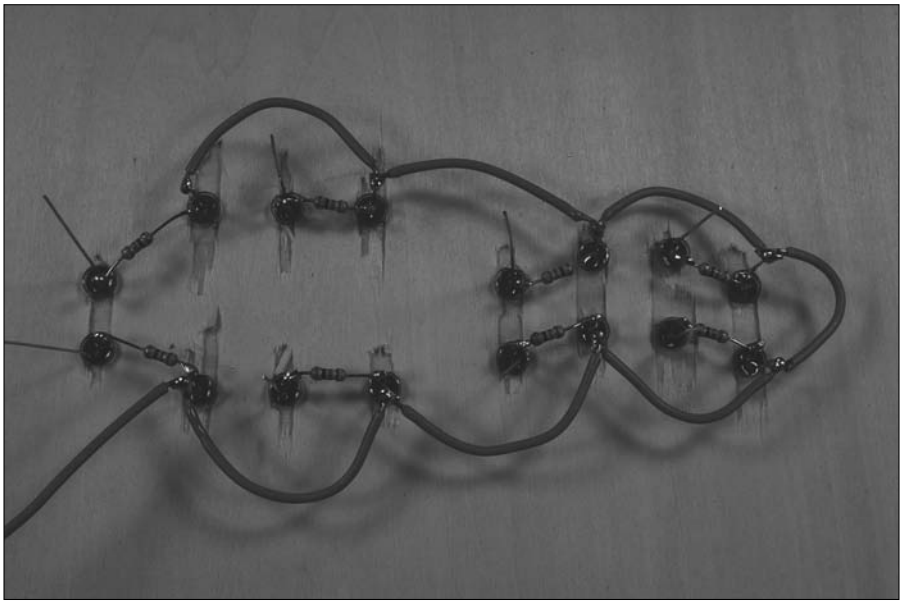

Figure 5-18: Red wires forming the +V bus for the LED arrays.
9. **Connect and solder short lengths of 20 gauge red wire between the remaining long LED leads. Then attach a 12" 20 gauge red wire to the remaining long lead of the first LED pair, as shown in Figure 5-18.**